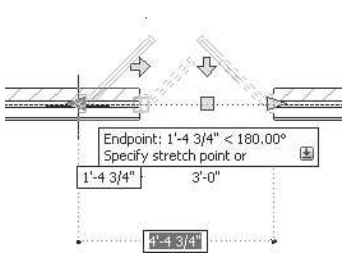

FIGURE 5.68 *Editing window width using dynamic dimensions*
11. Select the left grip of the Casement – Double Arched window, move the cursor left, and type **5' [1500]** in the dynamic dimension as shown in Figure 5.68. Edit the **Height** in the **Properties** palette to **5' [1500]**. Move the cursor from the Properties palette, and press ESC to clear the grips selection.